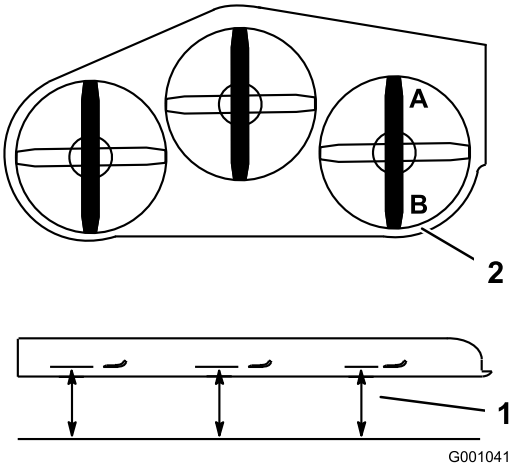

Figur 82
1. Placer højre kniv på langs (Figur 82).
2. Mål den højre kniv ved punktet **A** fra en plan overflade til knivspidsens skarpe kant (Figur 82).
4. Mål den højre kniv ved punktet **B** fra en plan overflade til knivspidsens skarpe kant (Figur 82).
6. Plæneklipperens skærekniv skal være 6 til 10 mm lavere ved punkt **A** end ved punkt **B** (Figur 82). Hvis det ikke er korrekt, skal du gøre følgende: